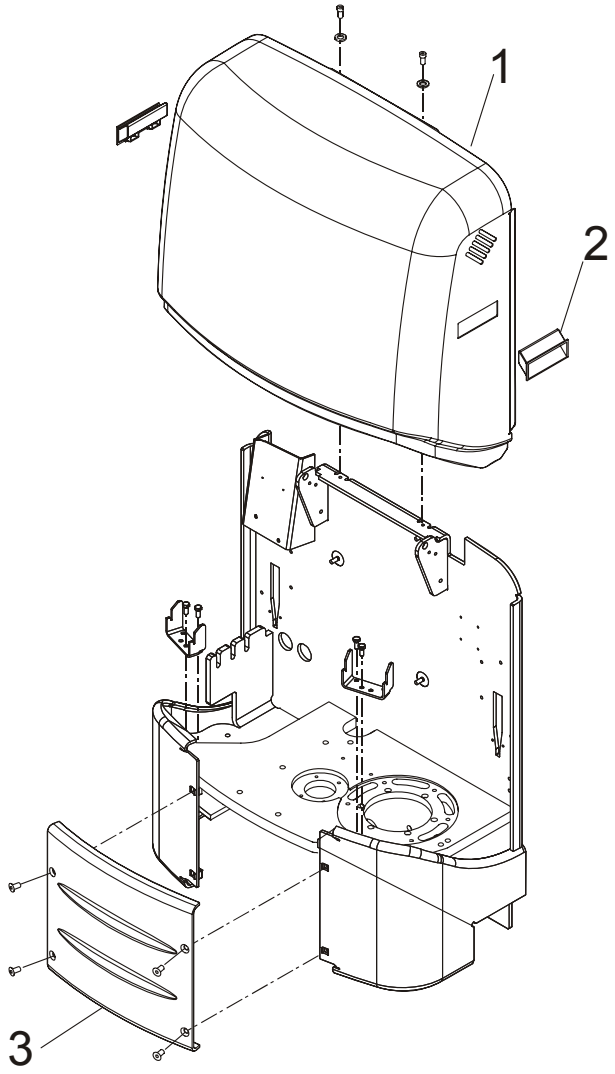

Fig. 15 Hauben, Abdeckungen
- Entfernen Sie die Haube Fig. 15(1).
- Entfernen Sie die Kunststoffgriffe Fig. 15(2).
- Entfernen Sie den Abdeckung Fig. 15(3).